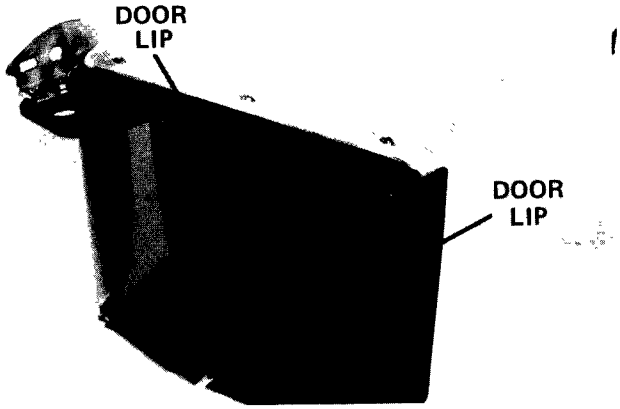

Figure 24
1. Close grass bag door. Top and side lips of door must fit outside the bag frame, not inside the frame (Fig. 24).